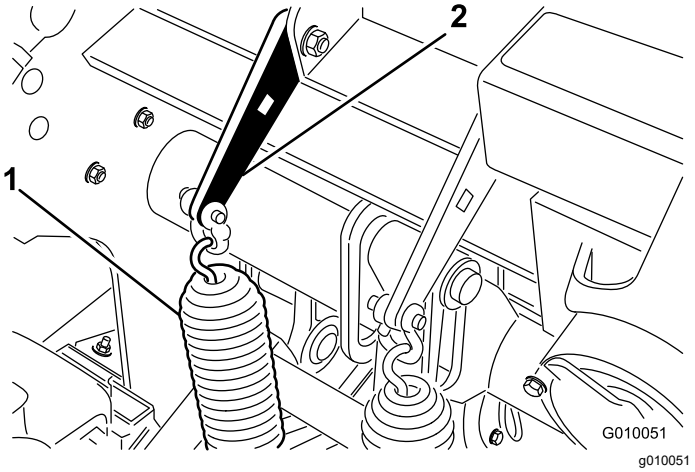

Figur 27
2. Løsn de bræddeboltmøtrikker, der holder fjederbeslagene på kernehovedet (Figur 27). De må ikke fjernes.